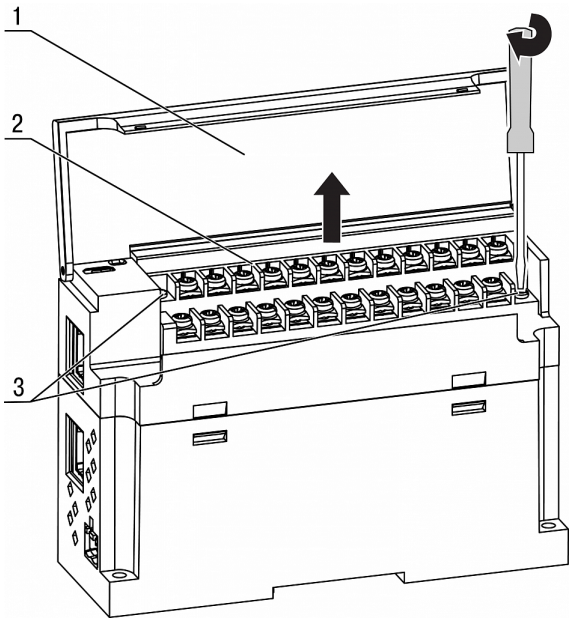

Abb. 7.1 Entfernen von Klemmenblock
5. Entfernen Sie den Anschlussblock 2 wie in der *Abbildung 7.1* gezeigt.